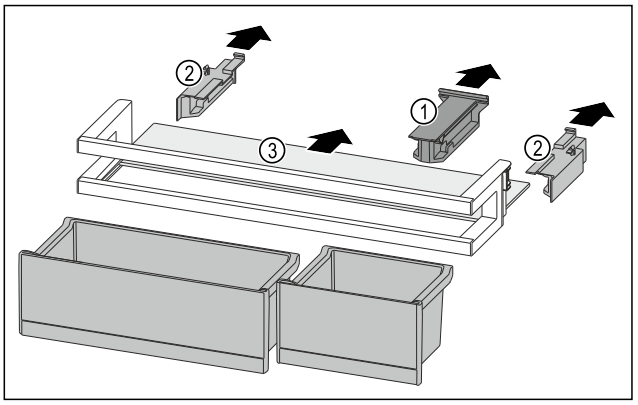

Fig. 137
▶ Desprindeți piesa de susținere *Fig. 137 (1)*.
▶ Desprindeți piesele laterale *Fig. 137 (2)*.
▶ Extrageți raftul *Fig. 137 (3)*.